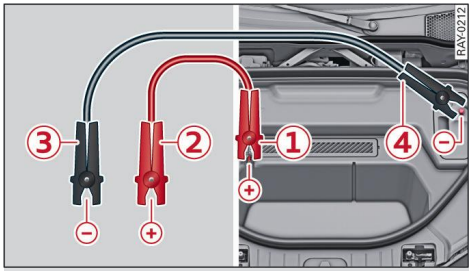

Fig. 153 Connecting jump leads
1. Connect one end of the positive lead (red) to the jump-start connection ① ⇨ *Fig. 153* on your vehicle.
2. Connect the other end of the positive lead (red) to the positive terminal ② on the power source.